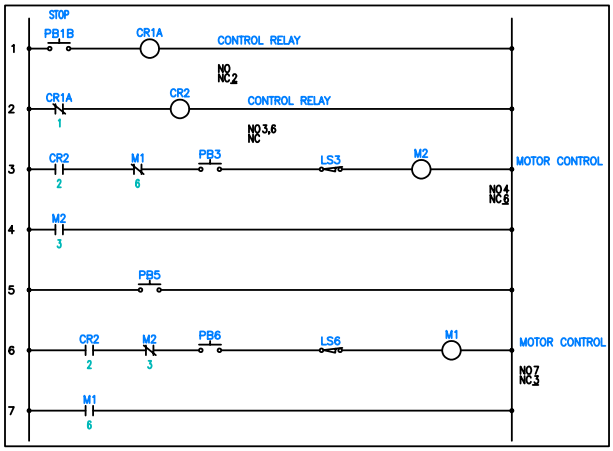

Figure 6-51 *M2 moved to a different location*
3. Enter **13,13** at the Command prompt and press ENTER; M2 is moved to a new location in rung 6, as shown in Figure 6-51.